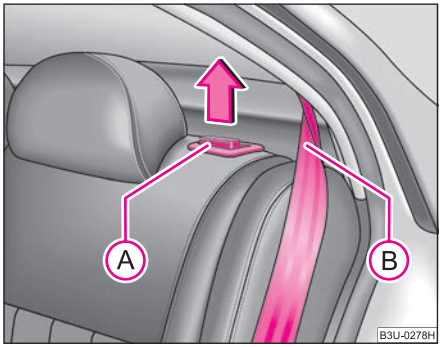

Fig. 71 Unlock the seat backrest
– Pull the unlocking knob (A) ⇒ fig. 71 and fold the rear seat backrest forwards completely.